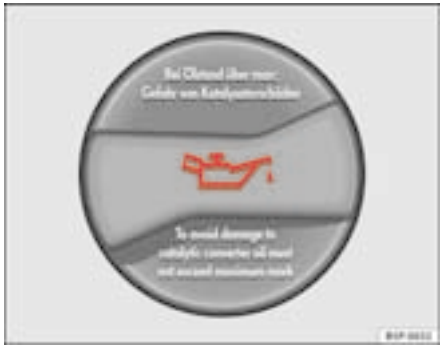

Fig. 142 In the engine compartment: Engine oil filler cap
– Unscrew cap from oil filler opening ⇒ fig. 142.
– As soon as the oil level is in area (B), carefully close the cap.